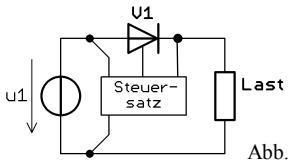

Abb. 5–1
Datenblattauszug Tab. 5–1; Abb. 5–2 auf dem Folgeblatt. Diagramme: tragen Sie Hilfslinien für die von Ihnen ausgelesenen Werte ein!
g) 1. Erweitern Sie Abb. 5–1 durch eine TSE-Beschaltung („Snubber-Netzwerk“). / 03 (01)
2. Warum ist diese Beschaltung vor allem bei induktiver Last erforderlich? (01)
3. Auf welchen Wert muss der „Snubber“ die Anstiegsgeschwindigkeit $du_D(t)/dt$ begrenzen, damit kein Exemplar dieses Typs unerwünscht zündet? Der Innenwiderstand des Gate-Anschlusses im Steuersatz ist ≤ 100 Ω. (01)
Tab. 5–1; Abb. 5–2